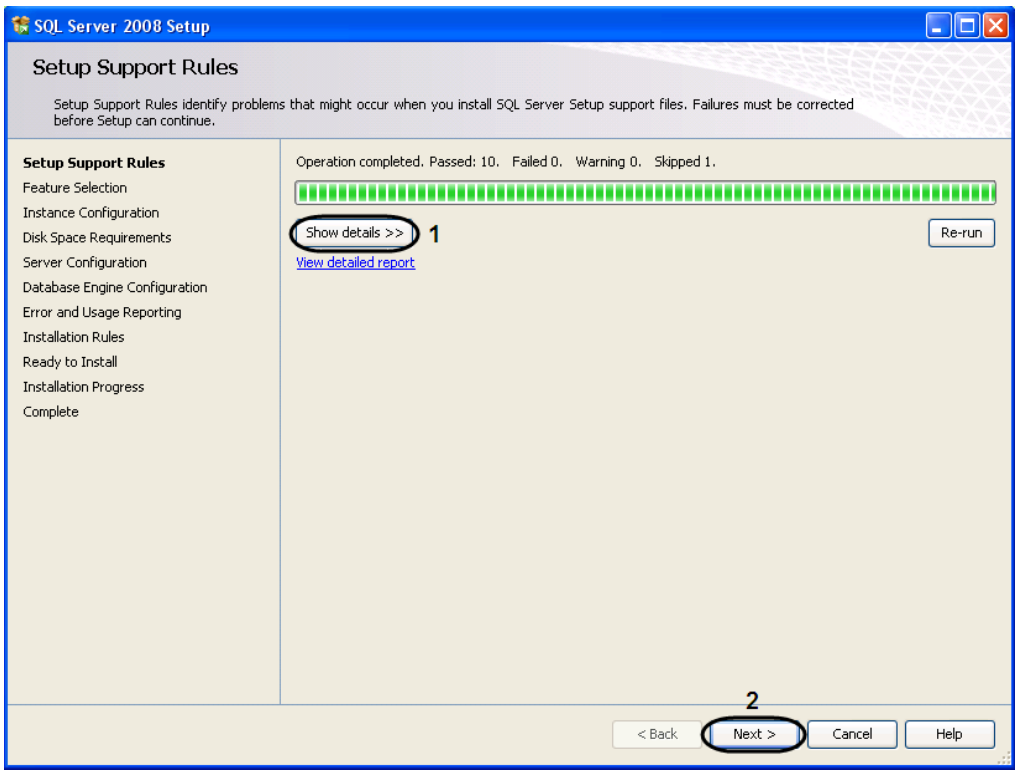

Figure 13.6-9 The "Setup Support Rules" box
10. In the “Setup Support Rules” dialog box setup the support rules of MS SQL Server 2008 R2 (Figure 13.6-9)
10.1. To view the detailed report about installation, click the “Show details>>” button (Figure 13.6-9, 1).
10.2. To go to the next box, click the “Next>” button (Figure 13.6-9, 2).